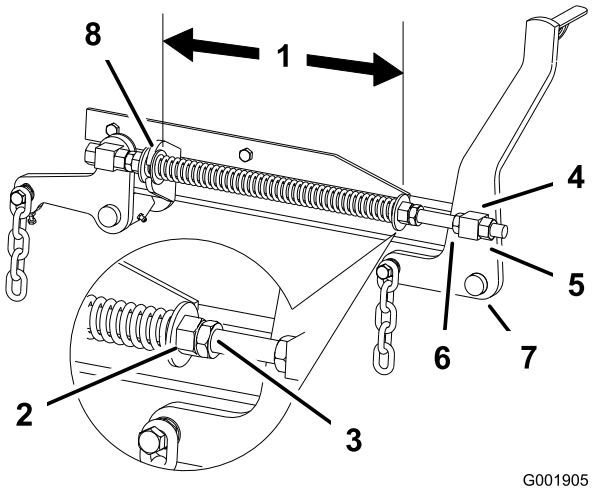

Figuur 78
2. Controleer de afstand tussen de twee grote ringen; deze moet 29,2 cm bedragen (Figuur 78).
3. U kunt deze afstand instellen door de contramoer van de veer los te draaien en vervolgens te draaien aan de moer op de voorkant van elke veer (Figuur 78). Als u de moer rechtsom draait, wordt de veer korter; als u de moer linksom draait wordt de veer langer.
4. U borgt de moer in deze positie door de contramoer van de veer vast te draaien (Figuur 78).